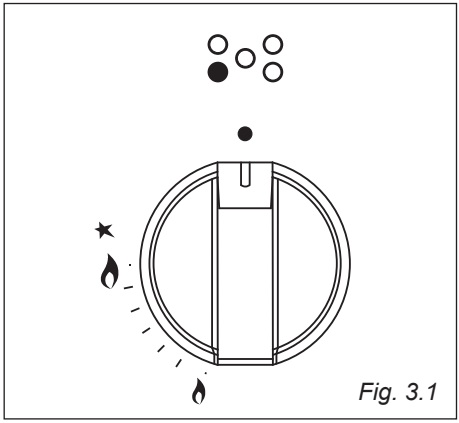
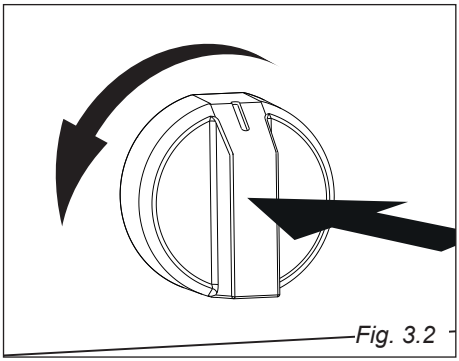

Fig. 3.1
Fig. 3.2
Gas flow to the burners is adjusted by turning the knobs (illustrated in fig. 3.1) which control the safety valves.
1. Press in the corresponding knob and turn counter-clockwise (fig. 3.2) to the full flame position marked by the symbol (fig. 3.1); hold the knob in until the flame has been lit.